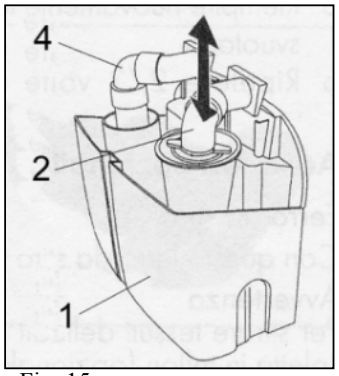

Fig. 15
The water tank (1), float assembly (2) and the "Lucks effect" assembly (4), are located inside the water tank (1). They can be removed from their seats in order to be cleaned. Fig. 15